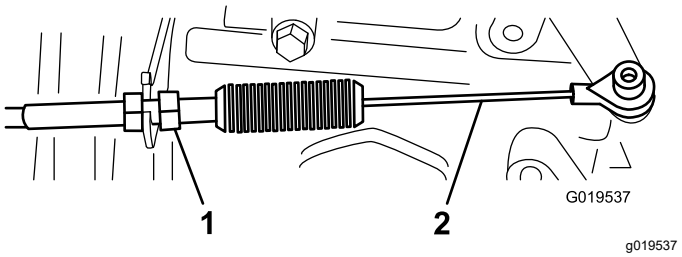
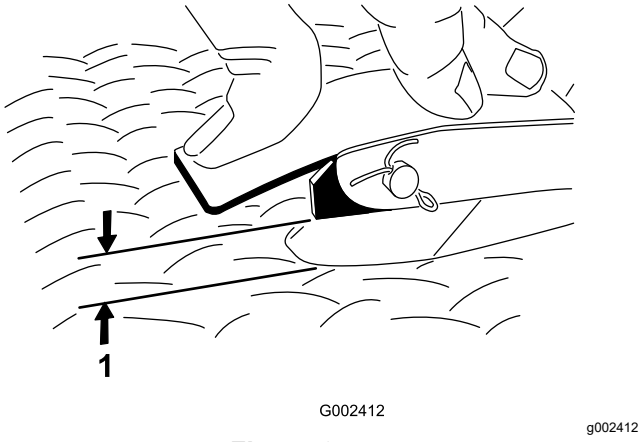

Figura 66
Figura 67
2. Ajuste la articulación esférica del cable del acelerador (Figura 66) hasta que haya un espacio de 2.54 a 6.35 mm (0.100"-0.250") entre el brazo del pedal del acelerador y el borde superior del dibujo a rombos de la chapa de suelo (Figura 67) al aplicar una fuerza de 11.3 kg (25 libras) al centro del pedal.
3. Apriete la contratuerca (Figura 66).